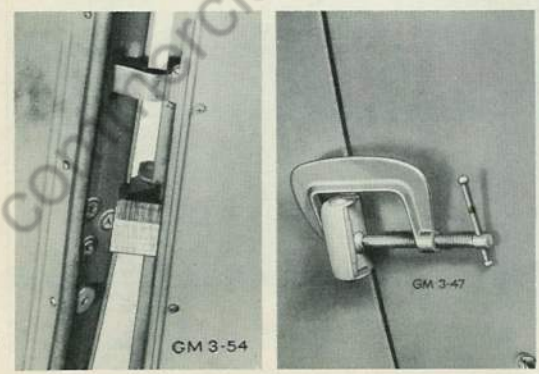

Fig. 10 Use of Wood Block and "C" Clamp to Align Door
3. To move door wedge plate **up** to center properly in door bumper, place a tool handle or small wood block between the halves of the bottom hinge and close door enough to slightly spring the hinge. Refer to Fig. 10.
6. If necessary to move door closer to cab hinge pillar at bottom put a "C" clamp on bottom hinge with door closed, Fig. 10. Open door enough to spring hinge slightly. Use "C" clamp on top hinge in same manner to move top of door closer to cab hinge pillar.